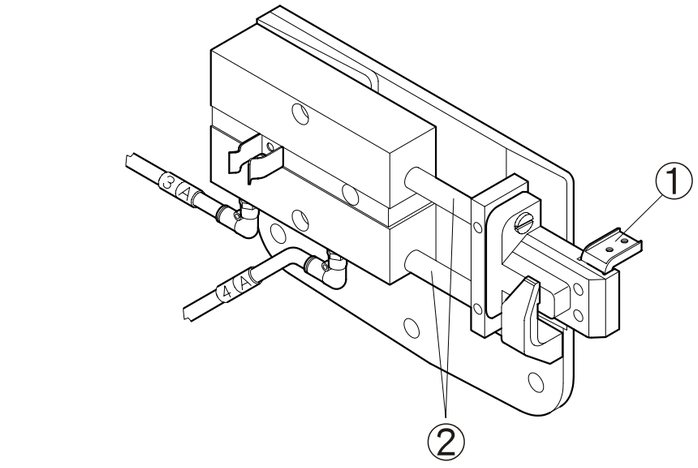

Fig. 25
(1) Confirme que la cuchilla puede guiar el eje de la barra conector 1 y el eje del cilindro principal 2. Estos dos ejes deben poder moverse atrás y adelante suavemente. (Fig. 25)